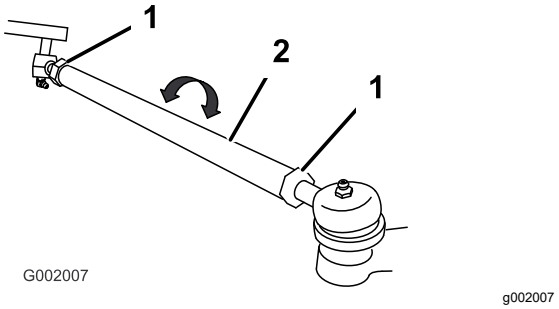

**Figura 52**
5. Se a medição não cair dentro da faixa especificada, afrouxe as contraporcas em ambas as extremidades dos tirantes (Figura 52).